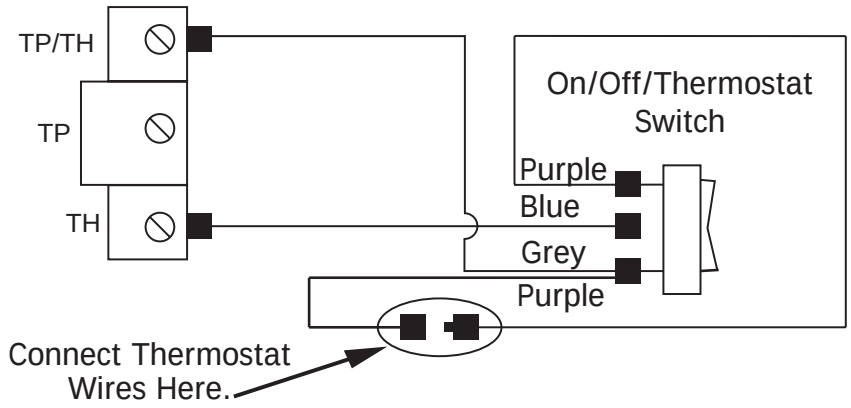

Figure 51: Burner Switch Wiring Diagram
This fireplace comes from the manufacture with an on/off switch mounted to the control panel (see Figure 4). Access is limited to the switch once unit is hot. Disconnect the connection behind the switch in the control panel and tap into the two (2) terminals (see Figure 51).